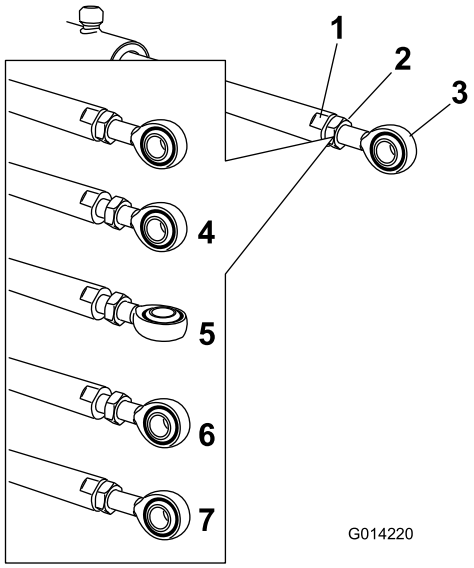

Рисунок 119
5. Удерживая привод неподвижно с помощью ключа, накинутого на плоские грани штока привода, ослабьте контргайку (Рисунок 119).
6. Поверните конец штока привода, чтобы увеличить или уменьшить длину выдвинутого привода, тем самым установив его в нужное положение (Рисунок 119).